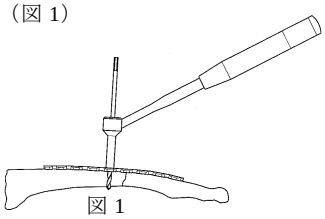

図 1
1) 2.5 ドリルガイドを用いて，イメージインテンシファイヤー（X 線透視）で確認しながら，2.5 ドリルにてドリリングします．（図 1）